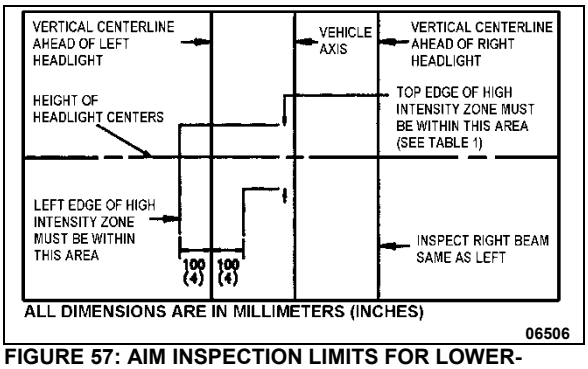

**FIGURE 57: AIM INSPECTION LIMITS FOR LOWER-BEAM HEADLIGHTS**
7. The inspection limits in the vertical direction for low-beam headlights or the low beam of a dual-beam headlight, shall be as described in Table 1. In the horizontal direction, the left edge of the high-intensity zone shall be located from 10 cm (4 in) left to 10 cm (4 in) right of the vertical centerline of the beam. The viewing screen shall be located 7.6 m (25 ft) in front of the vehicle (Figure 57).